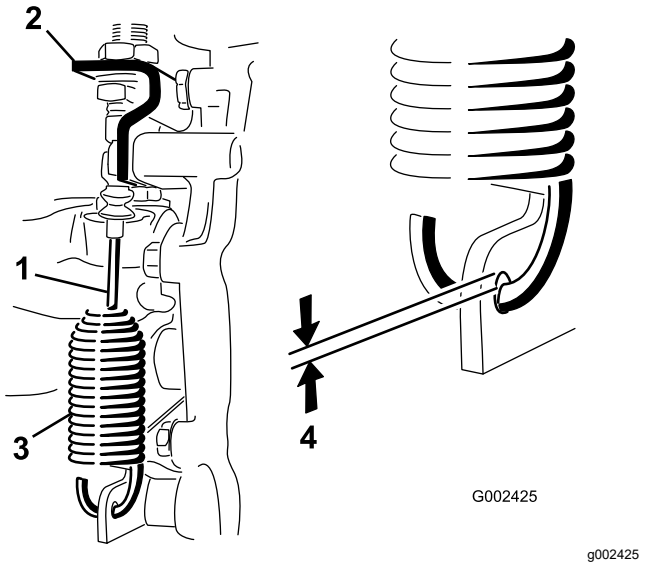

Figure 50
2. Desserrez les écrous de blocage qui fixent le câble de blocage du différentiel au support sur la boîte-pont (Figure 50).